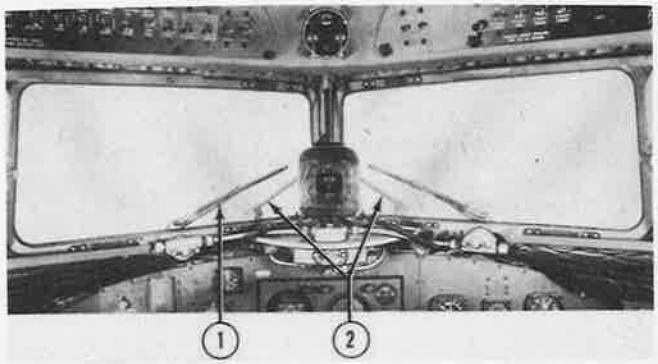

Figure 570—Windshield Anti-Icer System Horn Extension (Fluid Discharger Line)
(1) Tighten loose packing.
(2) Replace damaged packing.
(3) Replace damaged valve if it cannot be lapped to satisfaction.
a. DESCRIPTION.—The lines to and from the valve are uniform and of aluminum. They are held by Adel clips to the right of the fuselage and to the instrument panel in front. The line from the valve pierces a hole, plugged with "dum-dum" putty and reinforced with a grommet, through the top middle of the fuselage. It joins the horn (bent tubing, 2, figure 570) between the windshields and is held by a clip below the juncture. The horn is held at either end to the fuselage by an angle, clip and spacer.